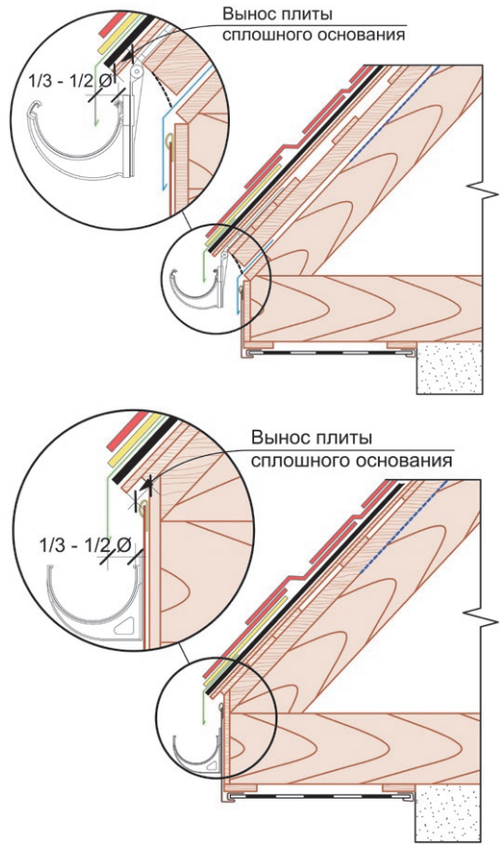

Рис. 6. Устройство выноса первого листа ОСП по отношению к первой доске обрешётки.
3.1.8 Для обеспечения правильного направления дождевой и талой воды в водосточные желоба необходимо сделать вынос первого листа ОСП по отношению к первой доске обрешётки (рис. 6).